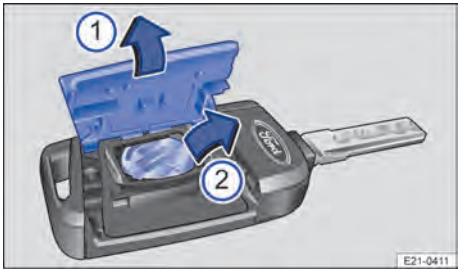

Bilde 50 Bilnøkkel: Skifte batteri.
Avhengig av utstyr kan batteriet i bilnøkkelen skiftes på to måter → Bilde 50 og → Bilde 51.
2. Vipp opp dekslet → Bilde 50 ①.
3. Ta batteriet ut av batterirommet ②.